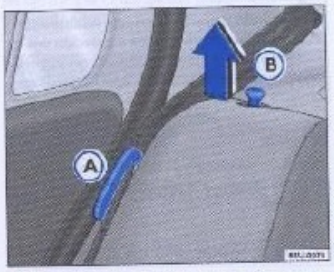
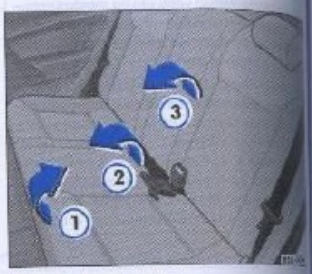

Fig. 80 Posicionador de la banda del cinturón de seguridad y perno de desbloqueo del respaldo
Fig. 81 Rebatimiento del asiento
– Para los vehículos que poseen cinturones de 3 puntos con enrollador automático, encastre las bandas de los cinturones en los respectivos alojamientos en el revestimiento lateral ⇒ fig. 80 Ⓐ. Para los vehículos que poseen cinturones de 3 puntos sin enrollador automático, fíjese para que la banda de los cinturones no quede sujeta entre el asiento del y la lateral del vehículo.
– Destrabe el asiento, forzando su parte delantera hacia arriba ⇒ fig. 81 ①.
– Levante la parte trasera del asiento ⇒ fig. 81 ② y desplácelo totalmente hacia adelante, en forma que el asiento se quede lo más cerca posible del piso y del respaldo del asiento delantero.
– Levante los pernos ⇒ fig. 80 Ⓑ y, al mismo tiempo, incline parcialmente el respaldo del asiento ③ y remueva los apoyos para cabeza ⇒ página 101 ⇒ ⚠. Bajar totalmente el respaldo.
– Encastre las bandas de los cinturones en los respectivos posicionadores ⇒ página 104, fig. 80 Ⓐ.
– Levante los pernos ⇒ página 104, fig. 80 Ⓑ y, al mismo tiempo, incline parcialmente el respaldo del asiento ⇒ página 104, fig. 81 ③.